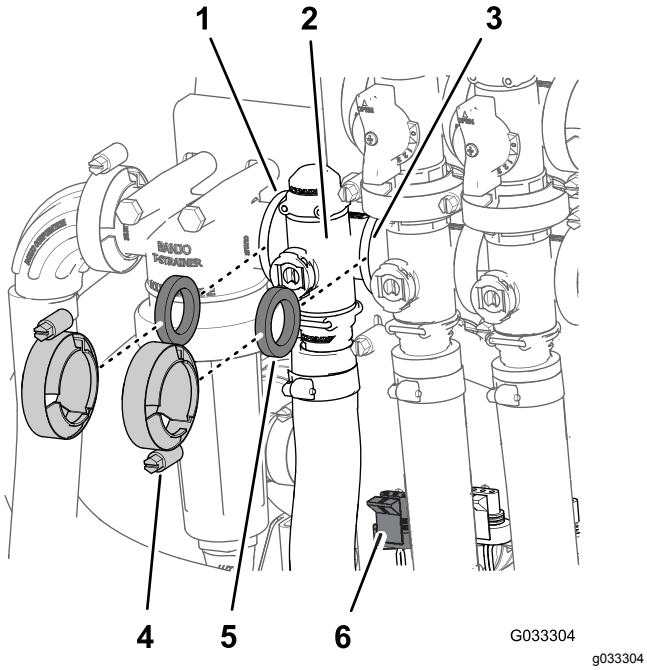

Rysunek 62
1. Zdejmij obejmy i uszczelki mocujące rozgałęźnik do zaworu regulacji dawki (Rysunek 62).